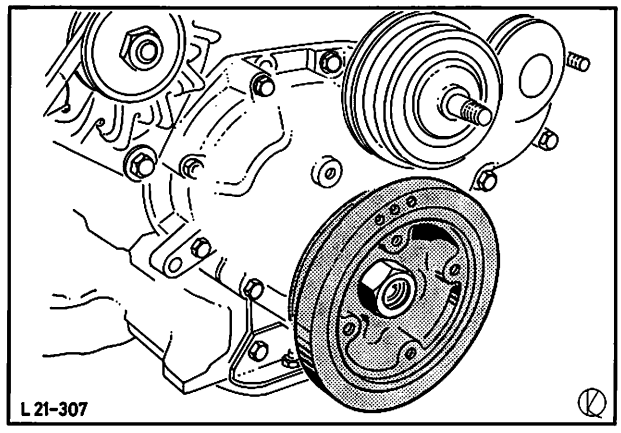

Abb. 153 Riemenscheibe – Kurbelwelle
5. Spritzschild – Motorraum abschrauben (5 Schrauben) und Riemenscheibe – Kurbelwelle abbauen (1 Mutter), Abb. 153, dabei Riemenscheibe mit Spezialwerkzeug 21-018 festhalten.